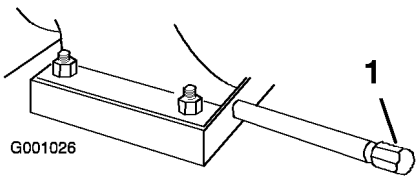

Bild 50
1. Reinigen Sie den Bereich um die Ablassschraube (Bild 50).